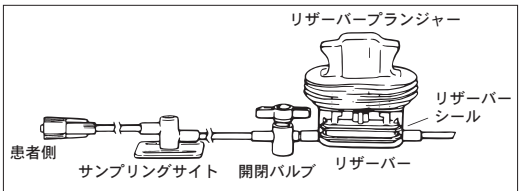

図10
(2)キットに圧トランスデューサが含まれていない場合には、保護キャップを外して遠位末端のメスルアーコネクタを圧トランスデューサのオスルアーか、または他のフラッシュデバイスに接続します（図10）。